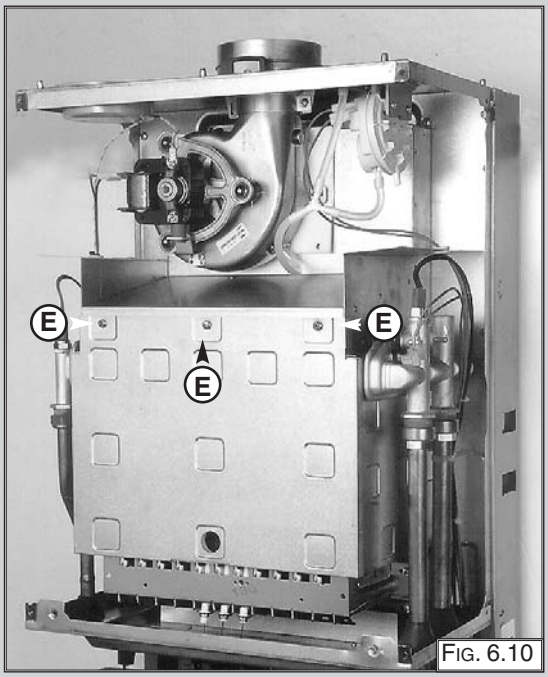

Fig. 6.10
1. Remove the screws “E” (Fig. 6.10);